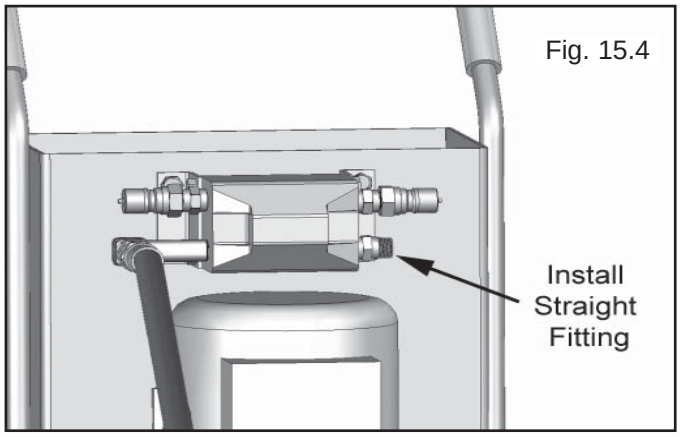

Fig. 15.4
6. Remove steel plug from the lower Flow Control Valve port. Install the 3/8" x 3/8" Pipe Nipple and Quick Disconnect fitting into the lower port using Teflon Tape and tighten. (See Fig. 15.4 / 15.5)